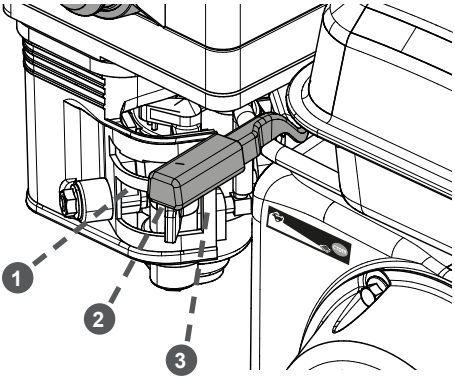

Рис. 24. Положения рычага газа
5. Переведите рычаг газа сначала в крайнее левое положение, затем в крайнее правое, после чего установите рычаг в среднее положение (Рис. 24).
При возникновении аварийной ситуации, для экстренной остановки двигателя переведите рычаг газа в крайнее правое положение (Рис. 24 п. 3).
2. Рычагом газа переведите двигатель в режим холостого хода (переведите рычаг газа в положение 2 (Рис. 24).
4. Переведите рычаг газа в положение 3 (крайнее правое) (Рис. 24).